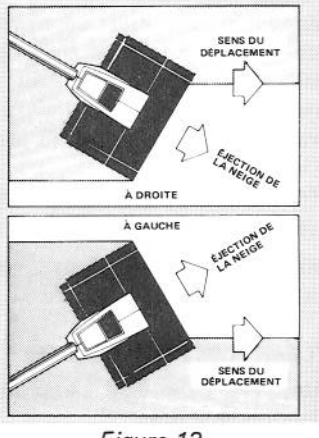

Figure 12
2. Soufflez la neige du côté gauche ou du côté droit en tenant la pelle électrique légèrement inclinée (Figure 12).